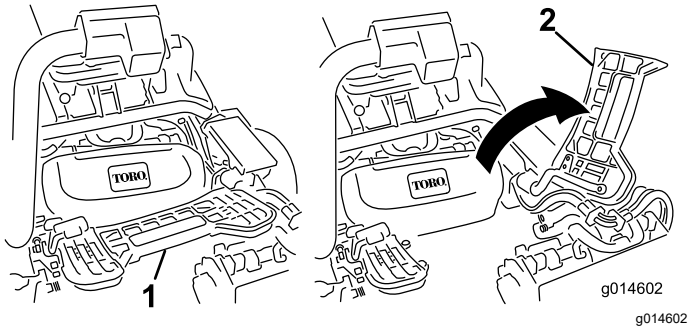

Figur 47
1. Lyft upp fotstödet och fäll upp det så att du kommer åt den mittersta klippenheten (Figur 47).